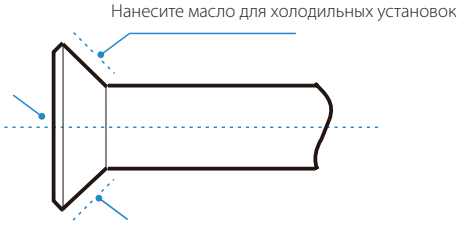

Рис. 5-1
- ❖ Прежде чем затянуть конусную гайку, нанесите на наружную поверхность в месте развальцовки трубы и коническую поверхность соединительной гайки масло для холодильных установок (совместимое с хладагентом, используемым в данной модели) и заверните ее рукой на 3–4 оборота, затем затяните, как показано на рис. 5-1.